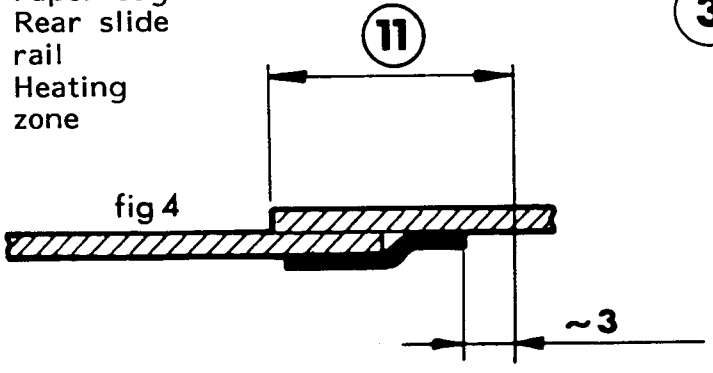

fig 4
f) Check, with the aid of the location of the heating zone (11), shown in fig. 4, that the LS-element is correctly adjusted. (The check should be made at normal settings of air and electric power.